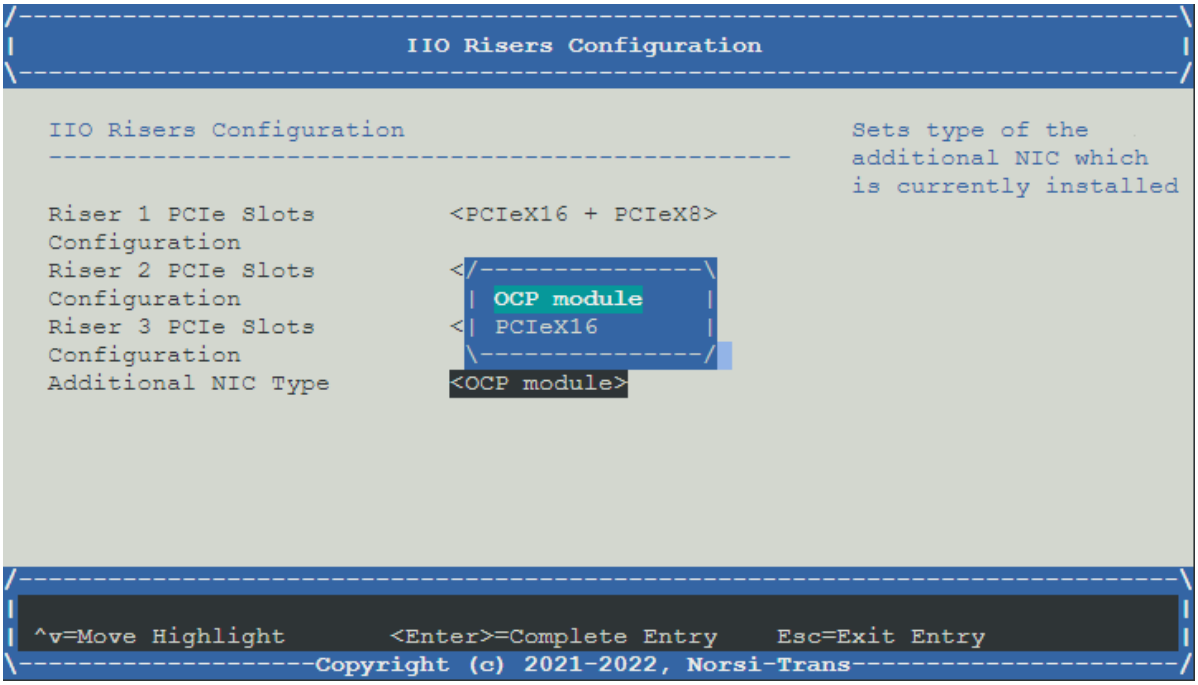

Рис. 64. Меню IIO Risers Configuration
2) Перейдите во вкладку «IIO Risers Configuration» и установите «Additional NIC Type» в состояние <OCP module>. Окно показано на рис. 64 Меню IIO Risers Configuration.